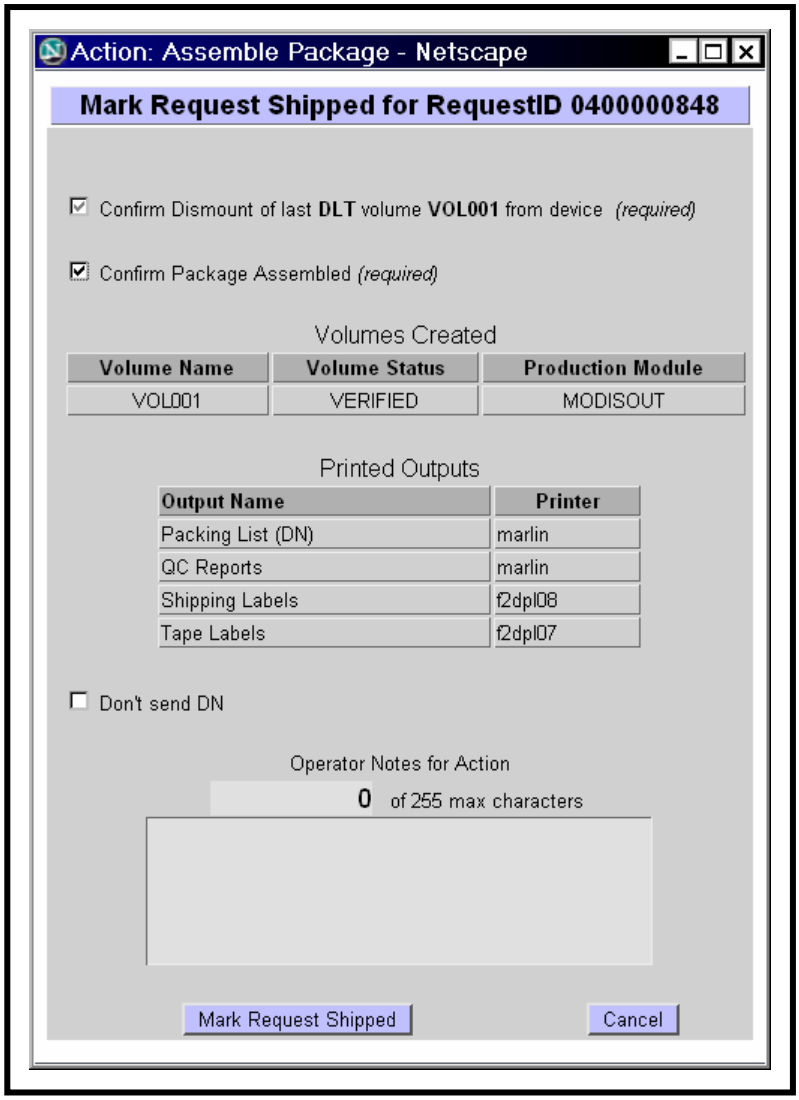

Figure 95. Mark Request Shipped Page
The **Mark Request Shipped** page (Figure 95) provides the full-capability operator with a means of confirming the assembly of the PMD package for shipment (i.e., the volume(s) that successfully passed QC and was/were waiting for dismount has/have been dismounted and is/are ready to be marked "shipped"). In addition, the full-capability operator has options for suppressing the DN and/or annotating the action.
- A **Mark Request Shipped** dialogue box (Figure 95) is displayed.